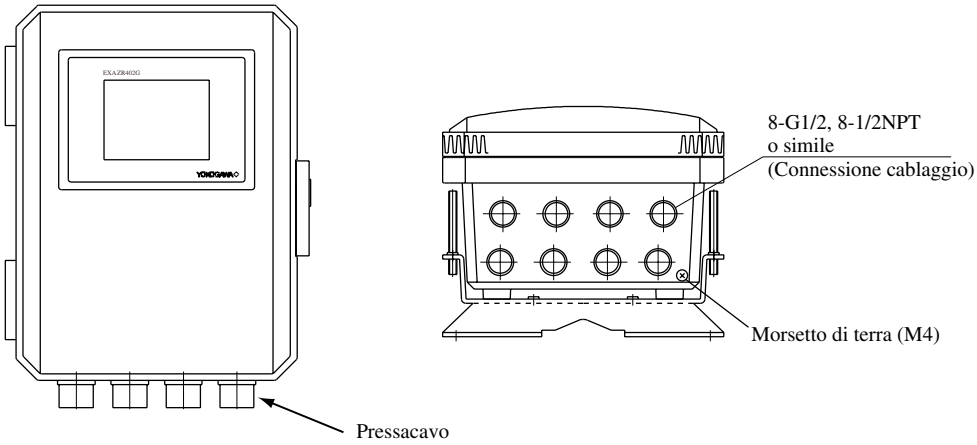

Figura 5.4 Montaggio pressacavo
(2) Se la temperatura ambientale nel luogo d'installazione del cablaggio è compresa tra 80 e 150°C, utilizzare un tubo protettivo metallico flessibile per i cavi. Utilizzando un " conduttore con calza di vetro isolato con gomma al silicio da 600V " non schermato, separare il conduttore da sorgenti di rumori per evitare le interferenze.
(3) La figura 5.4 mostra il layout dei morsetti della sonda di misura.